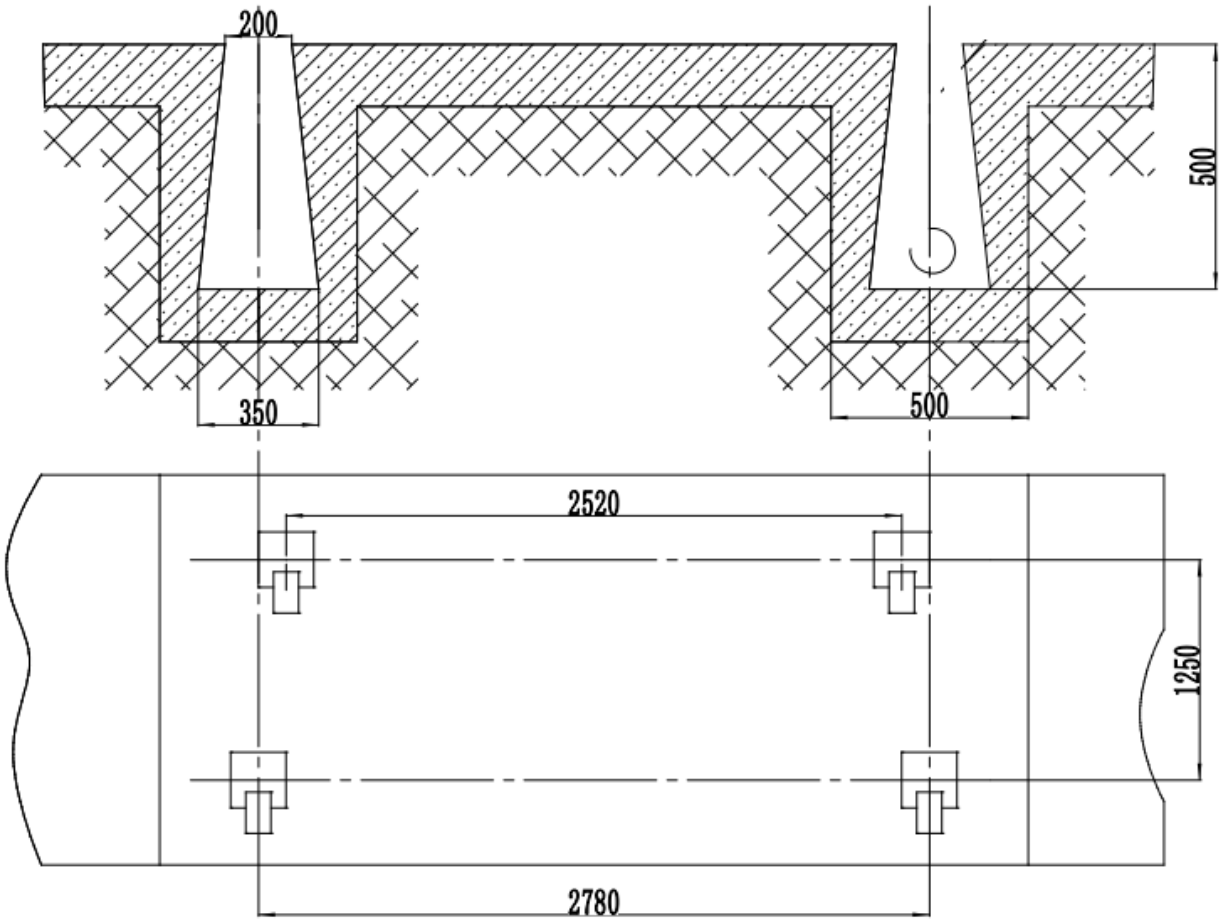

Рис. 7 Схема фундамента
7.4.1. Станок устанавливается на ровную жесткую поверхность достаточной несущей способности. Необходимо выдержать расстояние до стен не менее 1 м для обеспечения зоны сервисного обслуживания. Если поверхность не отвечает данным требованиям, следует залить армированное (железобетонное) основание в соответствии с чертежами, приведёнными в настоящем руководстве по эксплуатации. См. Рис. 7 Глубина фундамента площадки зависит от индивидуальных условий помещения, но обычно она составляет не менее чем 600 мм. Изготовление площадки состоит из двух этапов – создание самого фундамента, т.е. залитие его бетоном и выравнивание площадки. По прошествии 10-15 дней после выполнения первого этапа, выполните выравнивание площадки, отштукатурив её цементной смесью и замерьте уровнем степень погрешности, которая должна быть не более чем 0,2/1000 мм.
7.4.2. Схема фундамента станка представлена Рис. 7